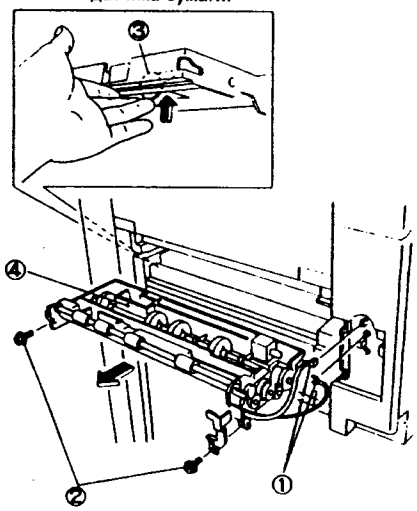

Рис. 4 NZM-0021
6. (Рис. 4): Снимите узел податчика.
①. Отсоедините P/J610 (лоток 1), P/J611 (лоток 2) или P/J617 (лоток 3) и заземляющий провод.
②. Отверните винты (2) (при этом будет снята защита проводки).
③. Вручную поднимите активатор датчика бумаги.